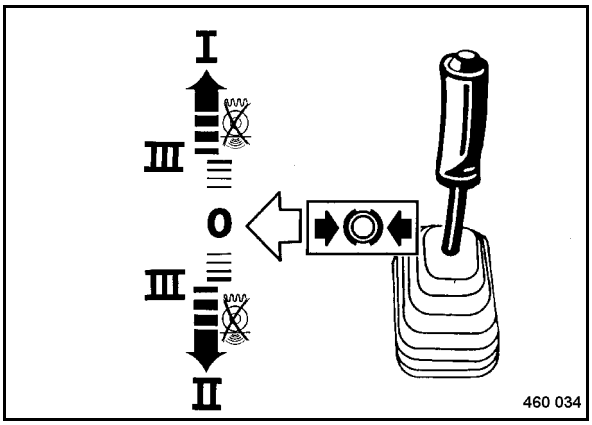

Fig. 51
Control the travel speed only with the travel lever (Fig. 51).
- Disengage the travel lever (Fig. 51) to the left out of braking position and move it slowly through ”0”-position to the desired travel direction.